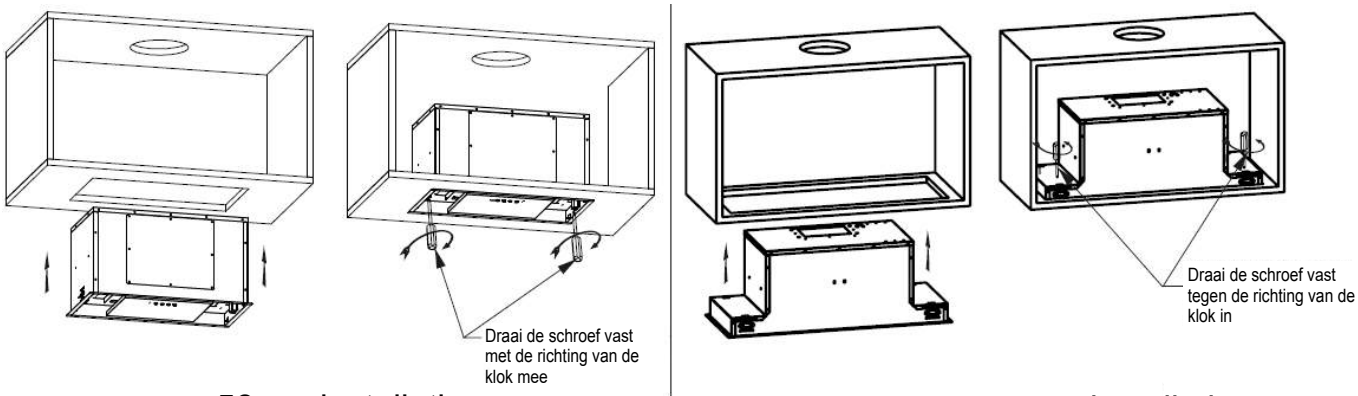

Afbeelding 3
4. Plaats de afzuigkap in de ombouwkast, draai de schroeven vast met een schroevendraaier en zorg ervoor dat de afzuigkap goed vast zit. Zie afbeelding 3.